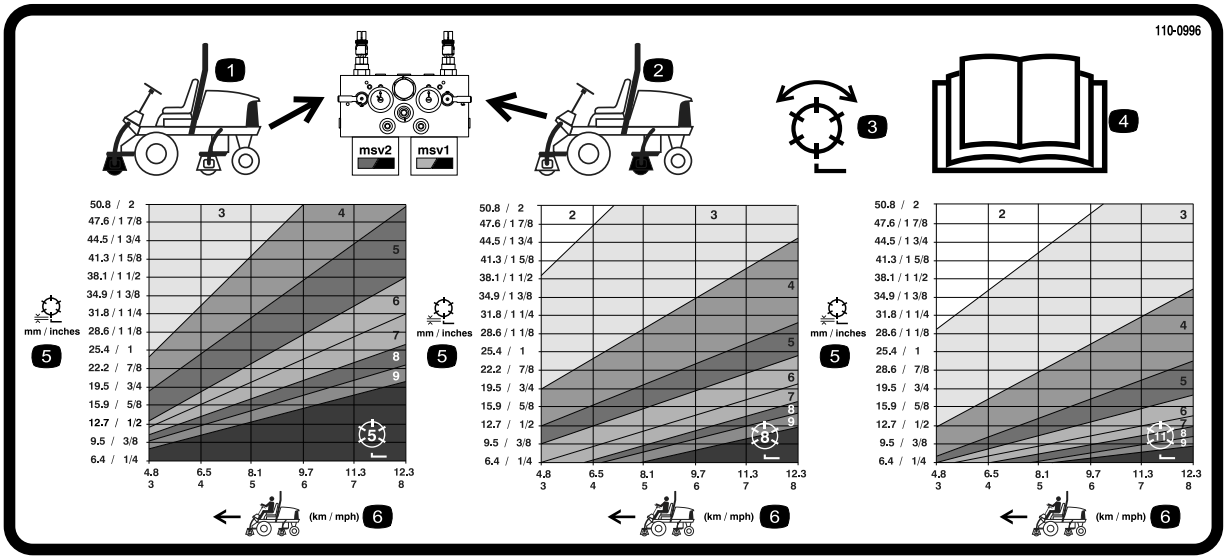
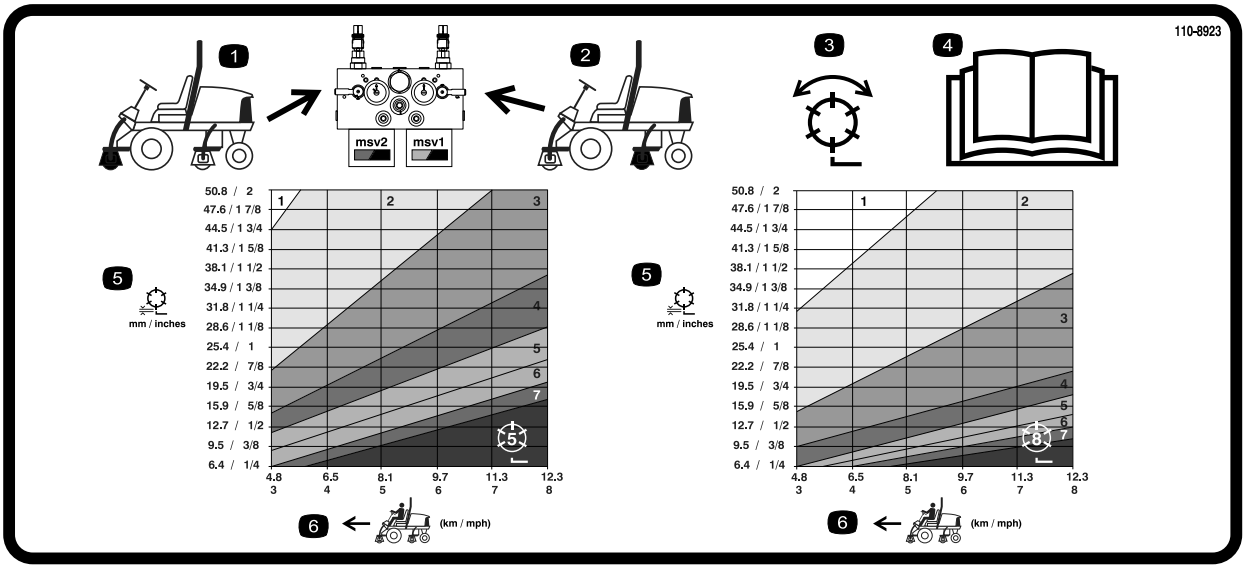

Rysunek 38
Rysunek 39
3. Określ właściwą prędkość wirnika, posiłkując się odpowiednim obrazkiem na etykiecie 110–0996 (Rysunek 38) w przypadku 7-calowych wirnikowych zespołów tnących modeli Reelmaster 5510 i 5610 lub etykiecie 110–8923 (Rysunek 39) w przypadku 5-calowych wirnikowych zespołów tnących modeli Reelmaster 5210 i 5410.